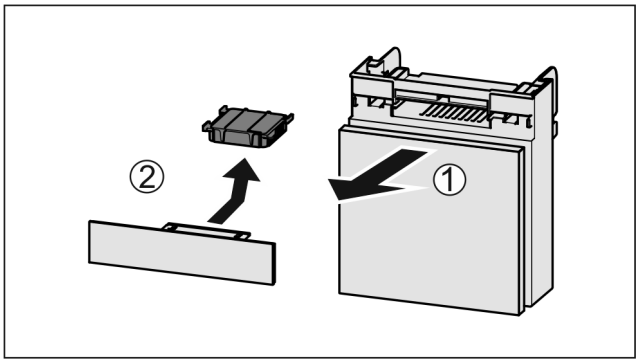

Fig. 137
▶ Pull out the compartment *Fig. 137 (1)*.
▶ Remove the carbon filter *Fig. 137 (2)*.